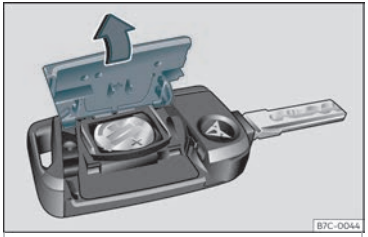

Fig. 68 Chave do vehículo:apertura da tapa do compartimento para a pila.
- Retire a tapa na parte traseira da chave do vehículo ››› **fig. 68** na dirección da frecha ››› ❗.
- Coloque a tapa como se amosa ››› **fig. 68** e prema nela na carcasa da chave do vehículo